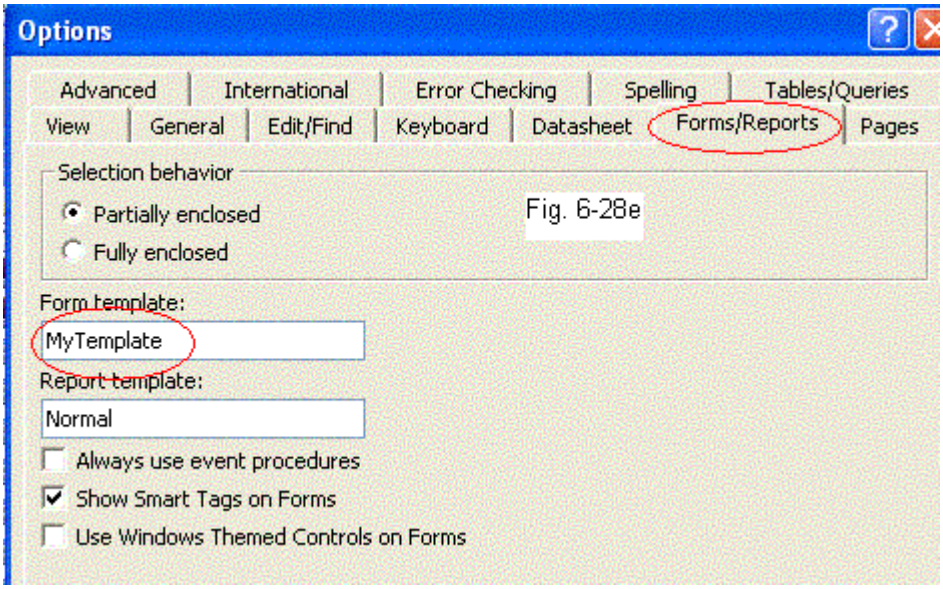

Fig. 6-28e
2. Open menu, **Tools**, **Options**. Click the tab **Forms/Reports** as shown in Fig. 6-28e.
Change the form template from **Normal** to the name of the template you created. In Fig. 6-28e, the example is **MyTemplate**.